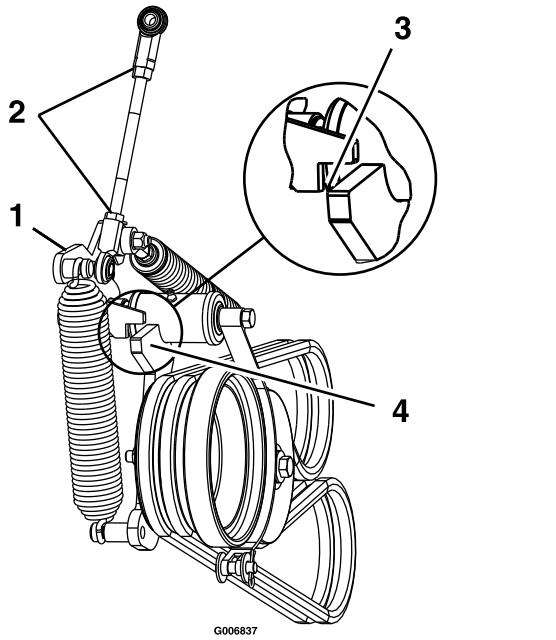

Figure 27
12. Loosen the jam nuts and adjust linkage until the top of the idler arm is aligned with the bottom of notch on tension arm as shown in Figure 27.